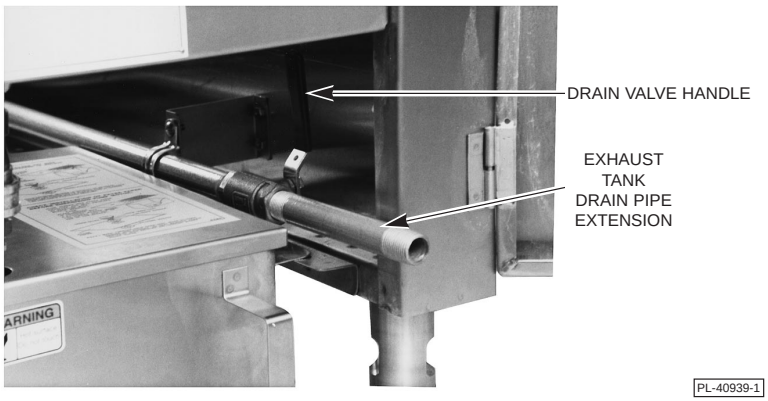

Fig. 17
1. Attach the drain pipe extension (supplied) and drain the exhaust tank by turning the drain valve handle up (Fig. 17).